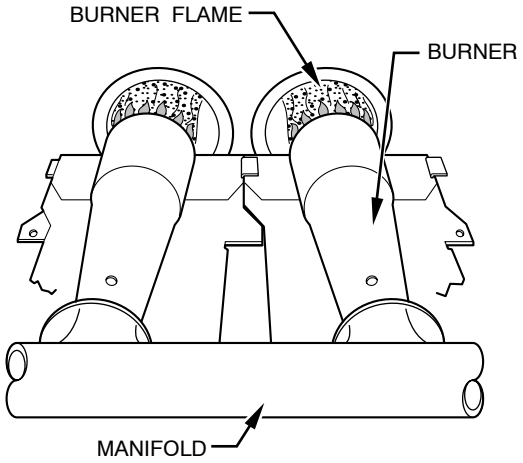

Fig. 61 - Burner Flame
i. When correct input is obtained, replace caps that conceal gas valve regulator adjustment screws. Main burner flame should be clear blue, almost transparent. (See Fig. 61.)